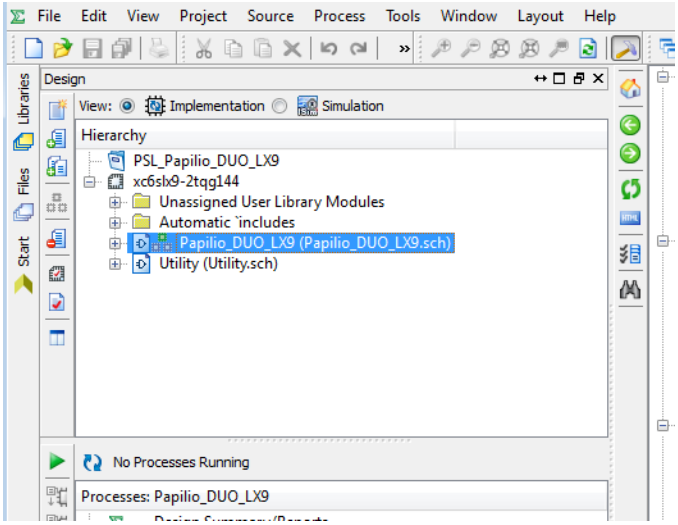

Figure 6-16 *Open the schematic*
1. In the Design→Implementation→Hierarchy view in ISE, double-click "Papilio_DUO_LX9 (Papilio_DUO_LX9.sch)," as shown in Figure 6-16. Here's where the magic begins. DesignLab has created your top-level schematic starting point for you. This top-level schematic is really a functional block diagram of your design. Each symbol has full HDL under it describing the design of the IP block it represents.